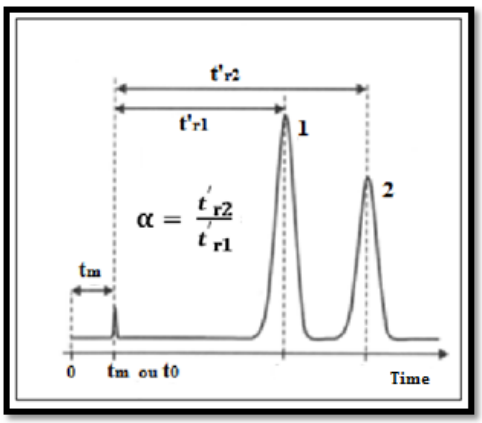

Fig 6. Selectivity factor
I.6.5.1. Selectivity of Column : The selectivity factor **α** describes the position of two adjacent peaks (1 and 2) on a chromatogram. It corresponds to the ratio of the retention factors of the column for the two compounds (Figure 6). It defines whether the separation is chemically possible: